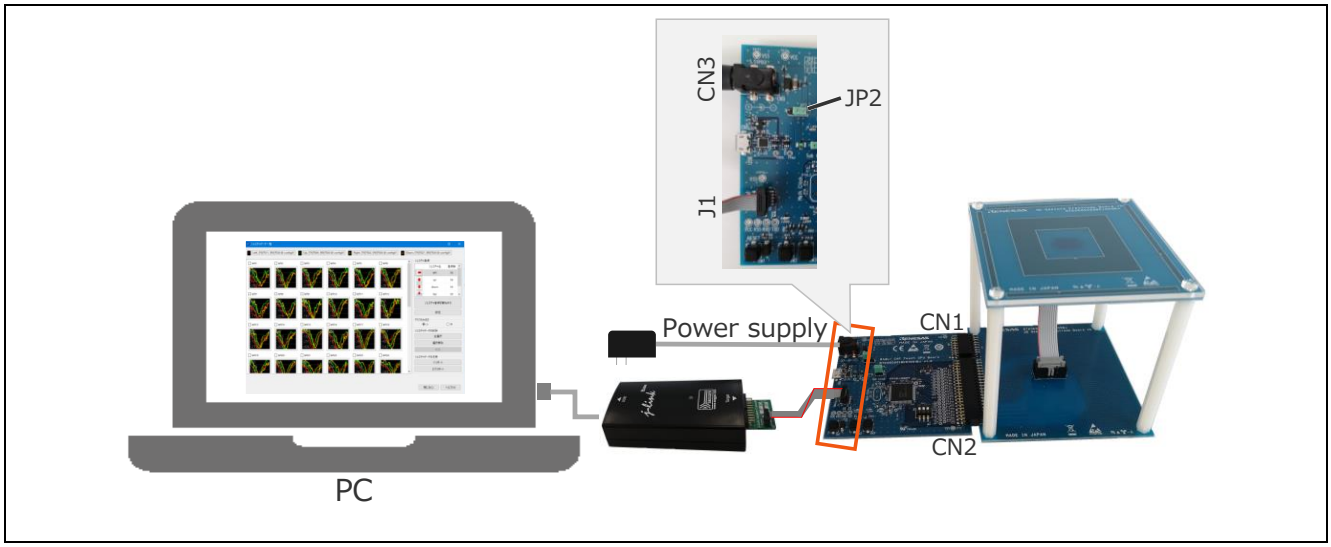

図 2-6 電源を AC アダプタから供給する場合の接続図
- 電源を AC アダプタから供給する場合の接続図を図 2-6 に示します。